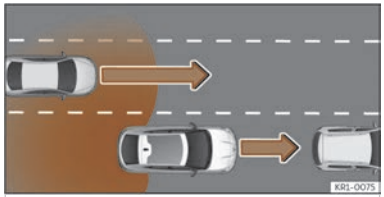

Abb. 125 Überholen mit Verkehr im hinteren Bereich.
- Bei einer Überholung durch ein anderes Fahrzeug ››› **(Abb. 125)**.